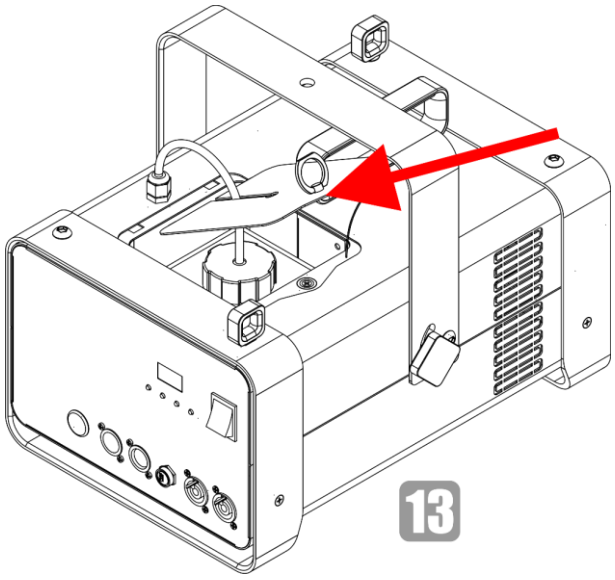

Fig. 19
13) Put the lid back on the device, as shown in Fig. 19.